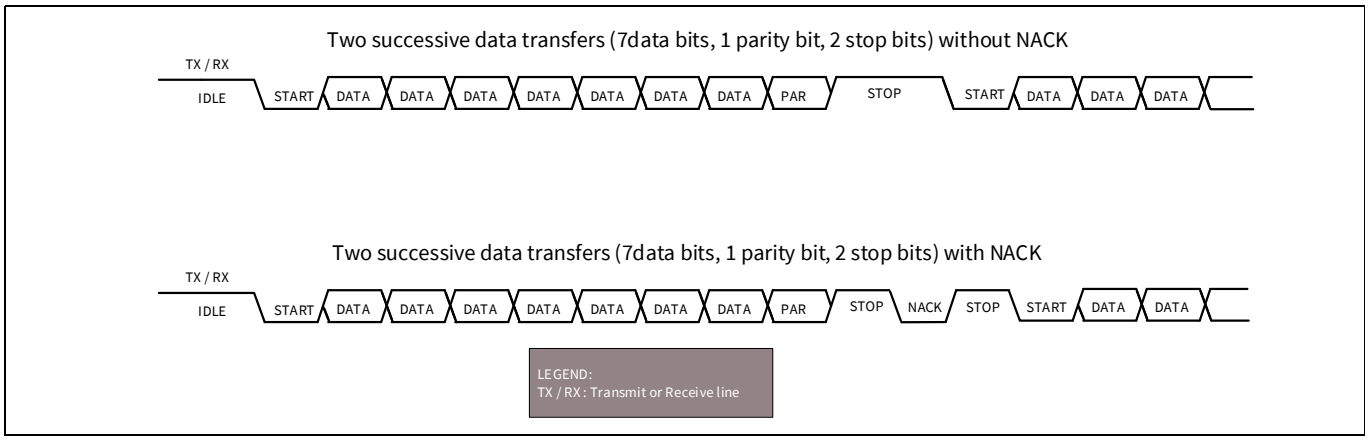

**Figure 18-16. SmartCard example**
**Figure 18-16** illustrates the SmartCard protocol.